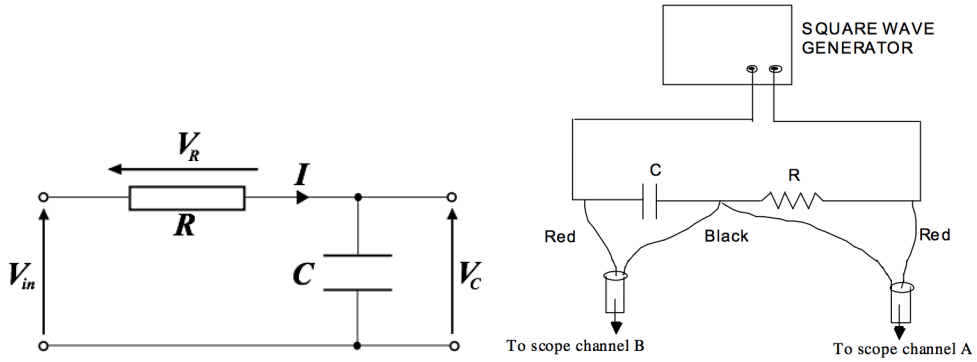

FIGURE 3 – Circuit RC en série.
1. Faites le montage de la figure 3 de gauche, avec R = 1.5 kΩ et C = 1 nF.
2. Utilisez le générateur d'onde pour fournir une onde carrée de 2V d'amplitude et 1 kHz de fréquence. Comparez le signal d'entrée au signal de sortie de la résistance et du condensateur sur l'oscilloscope (Note : pour ce faire, vous devez branchez vos sondes comme indiqué sur la figure 3 de droite). Expliquez ce que vous observez.
5. Vérifiez la loi de Kirchhoff ($V_0 = V_C + V_R$) en utilisant la fonction "Math" de l'oscilloscope (Note : Ici aussi, vous devez branchez vos sondes comme indiqué sur la figure 3 de droite).
Conservez le même montage qu'à l'exercice précédent, selon le schéma de la figure 3 de gauche.
5. Faites un deuxième circuit RC sur votre protoboard avec différentes valeurs de R et C et calculez sa constante de temps. Produisez la figure de Lissajous avec le mode X-Y de votre oscilloscope de vos deux circuits RC. Variez les valeurs de R et C et notez vos observations (Note : pour ce faire, vous devez branchez vos sondes comme indiqué sur la figure 3 de droite).
1. Faites le montage de la figure 3, avec R = 680 Ω et remplacez le condensateur par une bobine d'inductance L = 470 μH.